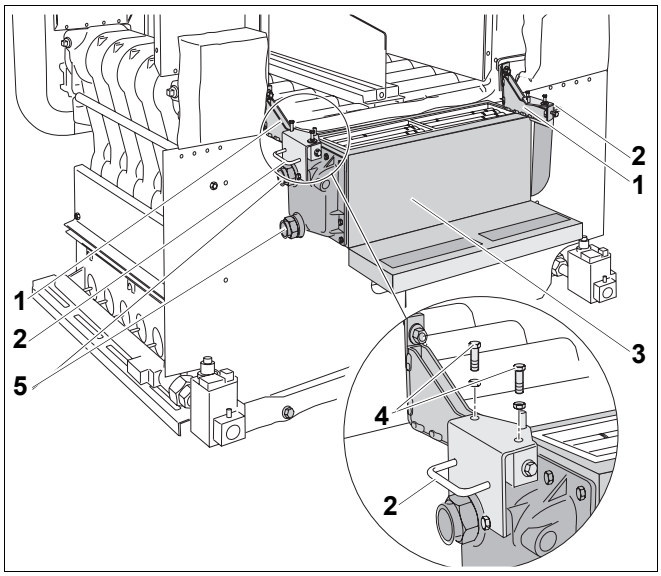

Rys. 51 Zawieszenie kondensacyjnego wymiennika ciepła
- Wkręcić obie śruby nastawcze (rys. 51, **poz. 4**) od góry rączek (rys. 51, **poz. 2**) mniej więcej do połowy.
- Podnieść kondensacyjny wymiennik ciepła (rys. 51, **poz. 3**) za rączki (rys. 51, **poz. 2**) i zawiesić śrubami nastawczymi w uchwycie (rys. 51, **poz. 1**). Wymiennik muszą podnosić dwie osoby.
- Wyjąć korki zaślepiające z przyłączy kondensacyjnego wymiennika ciepła (rys. 51, **poz. 5**).